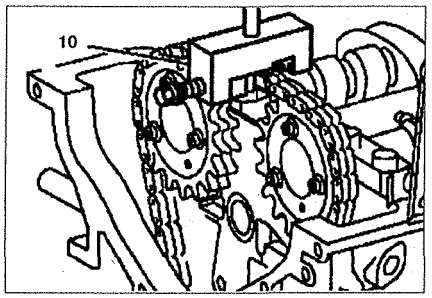

Рис. 2.22. Установите пресс 10 на цепь и запрессуйте пластину насколько это возможно.
12. Установите пресс **10** на цепь и запрессуйте пластину насколько это возможно (см.рис.2.22).